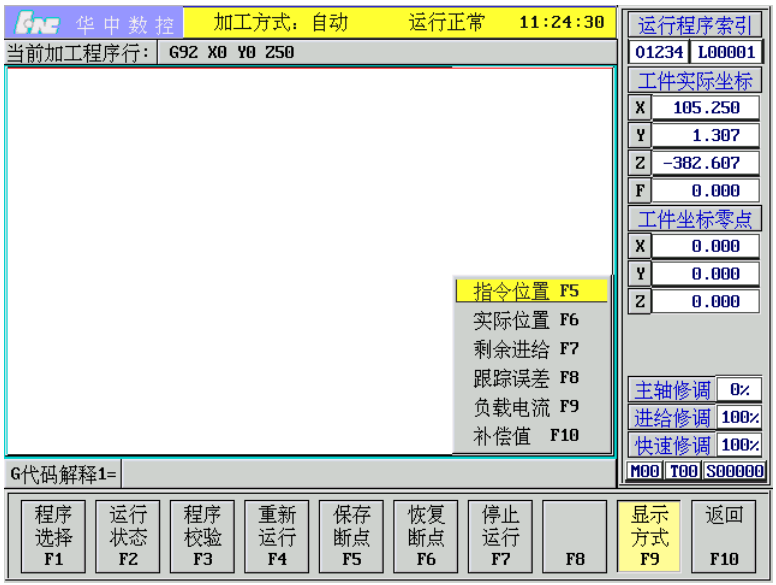

图 8.2.4　选择显示值
(2) 按 Enter 键，弹出如图 8.2.4 所示显示值菜单；